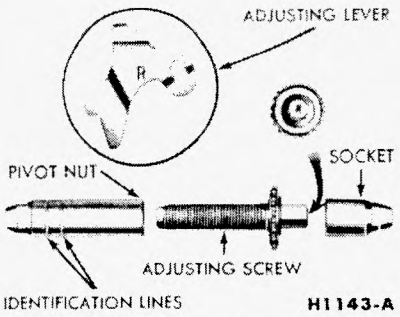

FIG. 31—Adjusting Screw and Lever Identification
vent installation on the wrong side of the car, the socket end of the adjusting screw is stamped with an R or L (Fig. 31). The adjusting pivot nuts can be distinguished by the number of lines machined around the body of the nut. **Two lines indicate a right-hand nut, and one line indicates a left-hand nut.**
8. Hook the cable hook into the hole in the adjusting lever from the carrier plate side. The adjusting levers are stamped with an R or L to indicate their installation on a right or left hand brake assembly (Fig. 31).